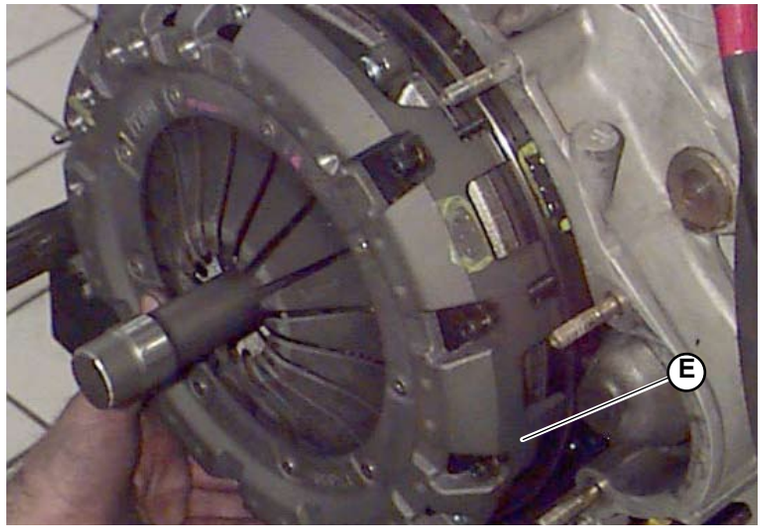

Fig.3
1. Position the pressure plate (**E-Fig.3**) by lining up the balancing notches on the pressure plate's edge and the flywheel and check for exact centering of the pressure plate with respect to the flywheel (the striking surfaces of the pressure plate on the flywheel must be internal and equidistant from the edge of the flywheel).